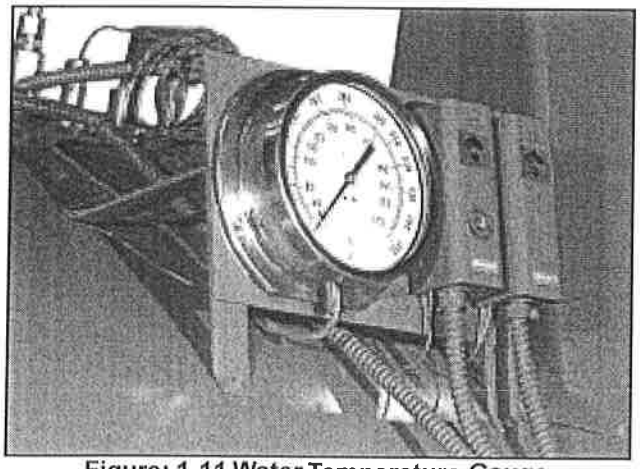

Figure: 1-11 Water Temperature Gauge
1. Water Temperature Gauge (Figure 1-11): Indicates the boiler internal water temperature.